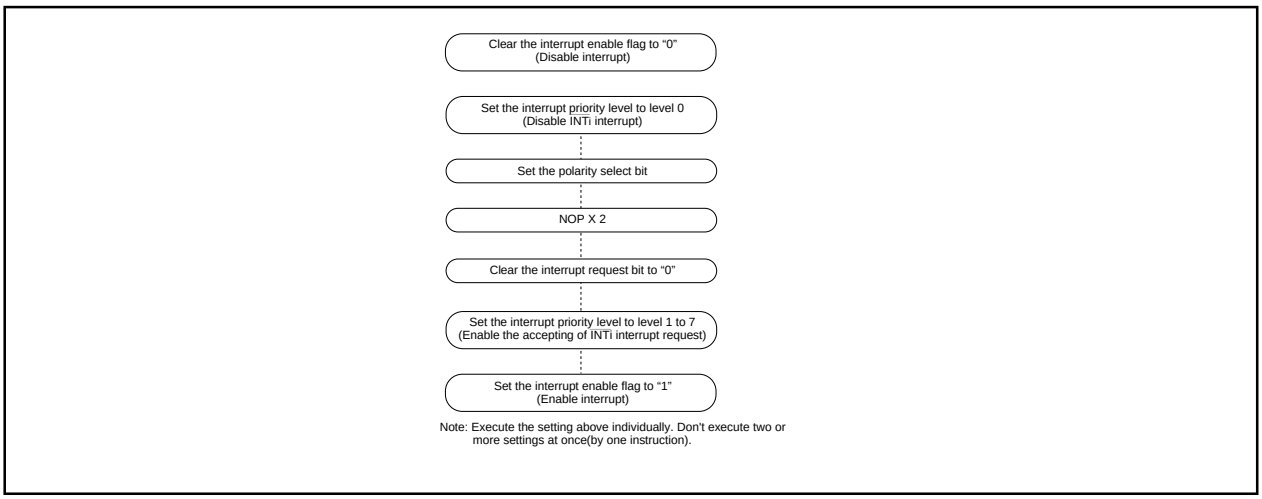

**Figure 1.11.13. Switching condition of $\overline{\text{INT}}$ interrupt request**
- When the polarity of the $\overline{INT_0}$ to $\overline{INT_5}$ pins is changed or the interrupt request cause of the software interrupt numbers 8 to 9 is changed, the interrupt request bit is sometimes set to “1”. After these changes were made, set the interrupt request bit to “0”. Figure 1.11.13 shows the procedure for changing the $\overline{INT}$ interrupt generate factor.